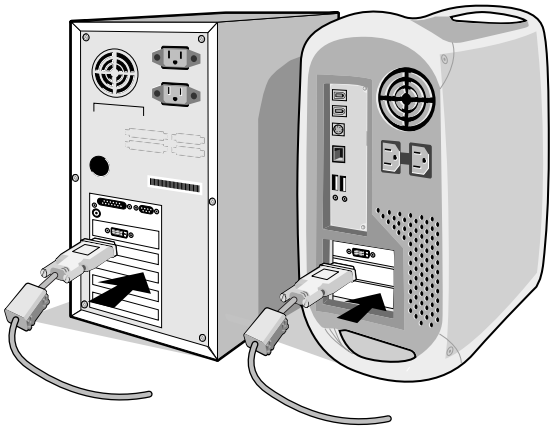

Figura A.1
2. **Per PC o Mac con uscita digitale DVI:** Collegare il cavo segnali DVI-D al connettore della scheda video del sistema (**Figura A.1**). Serrare tutte le viti.